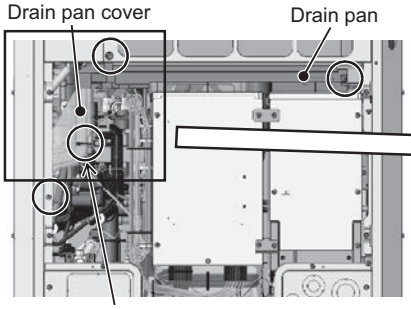

Figure 2
(2) Remove the drain pan cover by unscrewing the screw and cutting the cable tie. (See Figures 2 and 3.)
When re-placing the drain pan cover after the completion of maintenance work, make sure that the silicon tube is properly placed on the defrost pipe, and then fix the drain pan cover in place with a cable tie. (Figures 2 and 3 show the cable ties to be cut.)
(3) Remove the drain pan by unscrewing the two screws. (See Figure 2.)